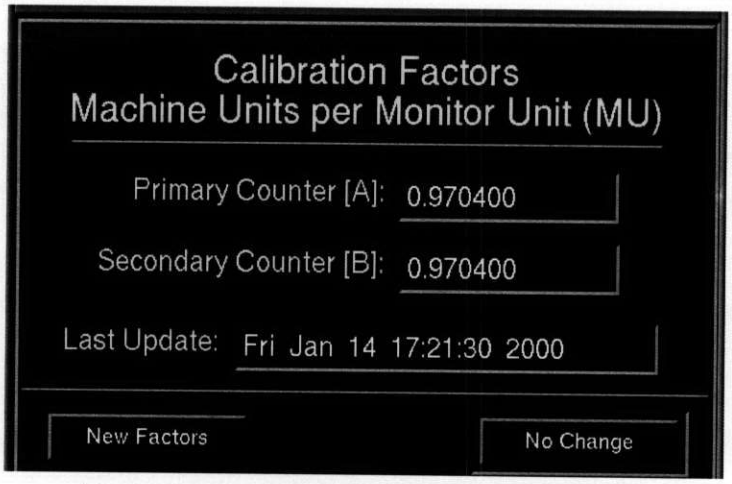

**Figure 3-20 Calibration Factors Verification**
1. Click the **NEW FACTORS** button on the Calibration Factors window (*Figure 3-20 Calibration Factors Verification, page 28*).
If out of range values are entered into the text areas of the New Calibration Factors window, and **OK** is clicked, the **Verification Message** (*Figure 3-20 Calibration Factors Verification, page 28*) displays the current allowable range of values of the calibration factors.